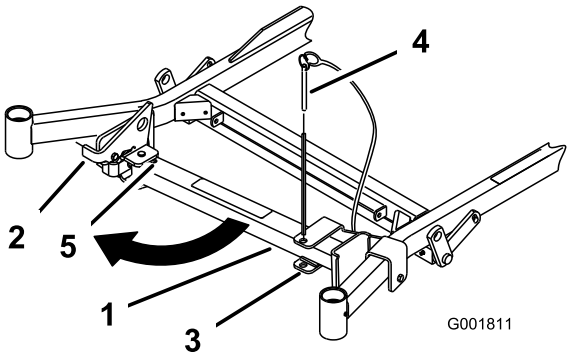
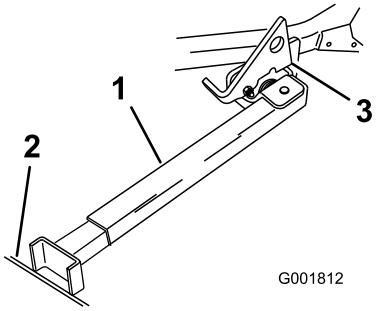

Figur 31
Figur 32
2. Fjern beslagpinden (Figur 31).
3. Hæv klinken. Sving standens fod ud fortil, og skub standen mod maskinen, ind nederst i rillen (Figur 31 og Figur 32).
6. Placer standen fod på jorden, og lad klinken hvile på drejetappen (Figur 32).
Bemærk: Det bedste resultat opnås, hvis standens fod placeres i en revne i fortovet eller i plænen (Figur 32).
8. Kør op på standen. Stands, når klinken falder over tappen i låst position (Figur 32). Aktiver parkeringsbremsen, og sluk motoren, når maskinen er oppe på standen.
7. Sæt den tilbage til hvileposition (Figur 31).